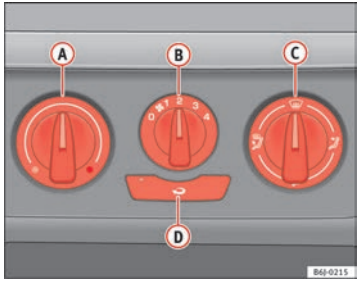

Fig. 86 Mandos de la calefacción en el tablero de instrumentos
– Con los reguladores (A) y (C) y con el mando (B) ⇒ fig. 86 se regula la temperatura, la distribución del aire y la velocidad de la turbina.
– Pulse la tecla (D), para encender o apagar la recirculación de aire. Cuando la función está activa, se enciende un testigo en la tecla.